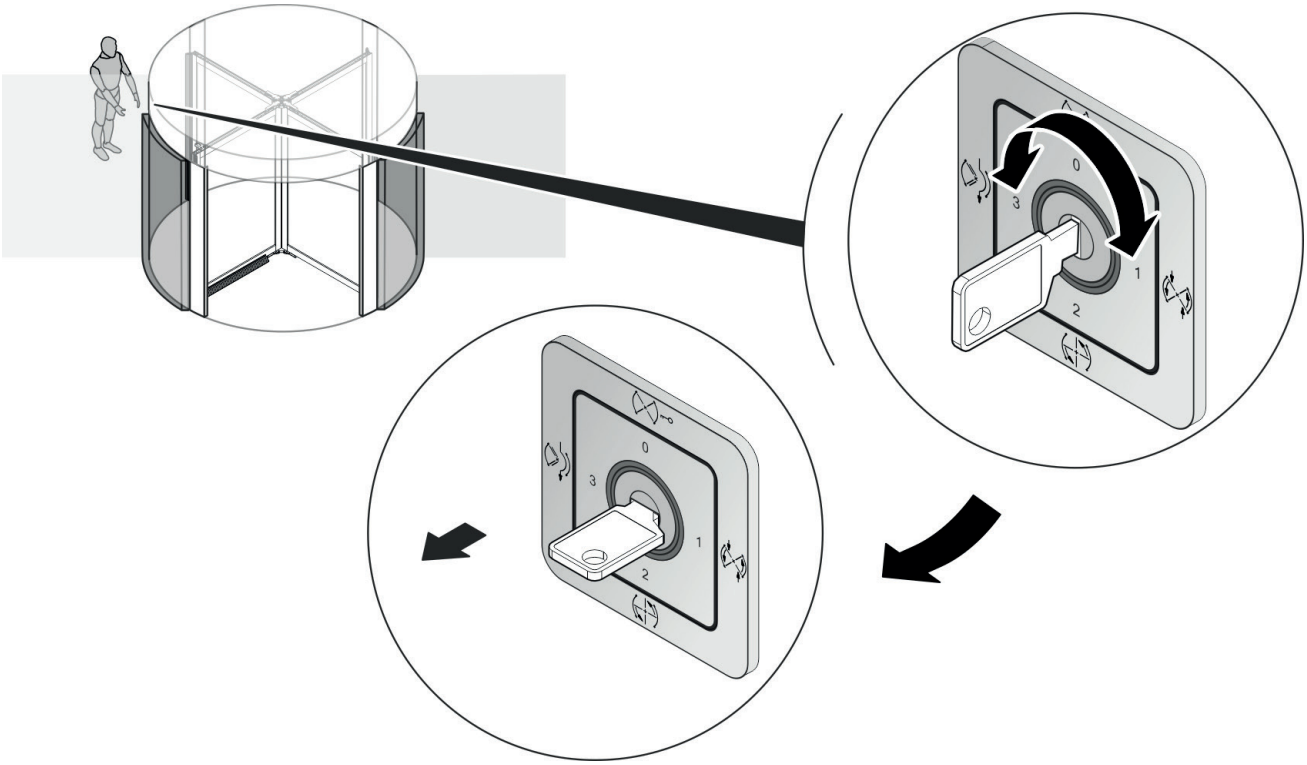

Abb. 9 Sélectionner le programme et retirer la clé
1. Désactiver la porte tournante au moyen du commutateur de fonctions (Abb. 9).